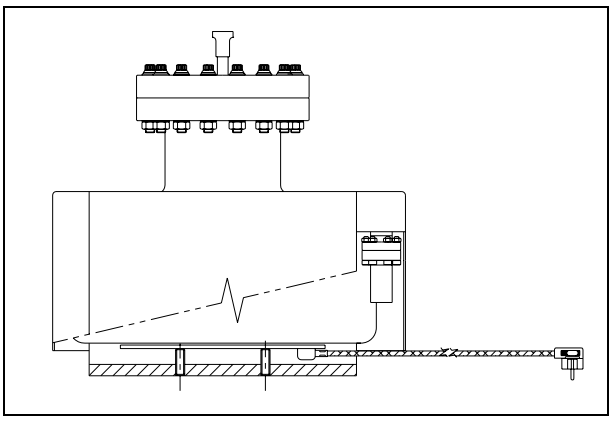

Fig. 44 - Heater mounted
2. Insert the heating element into the bottom of the pump in contact with the pump body and centered and fix it with the suitable screws (see Fig. 44).